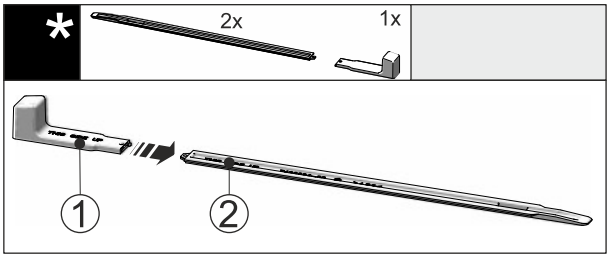

Fig. 52
▶ Atașați mânerul de montare *Fig. 52 (1)* la șina de nivelare *Fig. 52 (2)*.